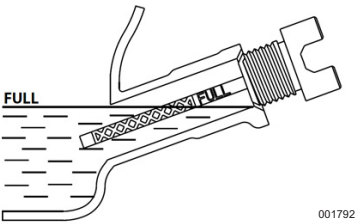

Figure 2-8. Safe Operating Range
5. To check oil level, remove funnel and insert dipstick into oil filler neck **without** screwing it in. See *Figure 2-8*.